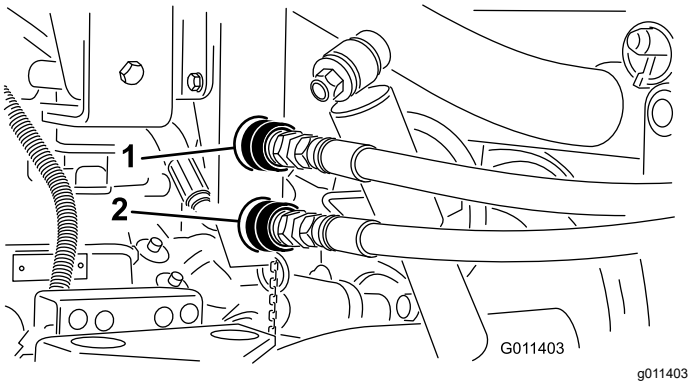

**Figuur 18**
1. Maak de snelkoppelingen van de slang van de topdresser schoon (Figuur 18).
**Opmerking:** De koppelingen in Figuur 18 zijn van voertuigen met serienummer 239999999 of lager.